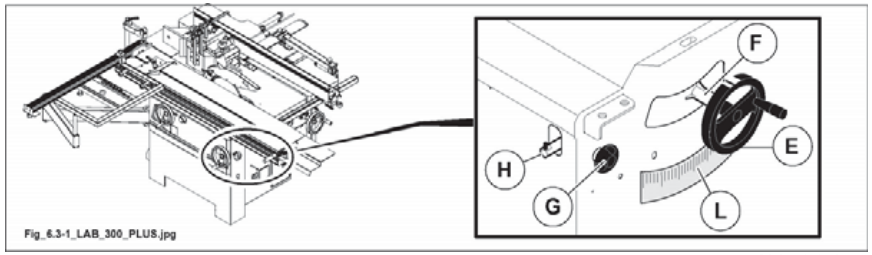

Abb. 6.3-1
- Handrad (E Abb. 6.3-1) auf den Stift (F Abb. 6.3-1) aufstecken und drehen, um die Höhe der Sägegruppe einzustellen.
- Handrad (E Abb. 6.3-1) auf den Stift (H Abb. 6.3-1) aufstecken.
- Kugelgriff (G Abb. 6.3-1) lockern und Handrad drehen, um die Schrägstellung der Säge-Schneidergruppe einzustellen.
- Am Zeiger (L Abb. 6.3-1) die Schrägstellung des Sägeblatts ablesen.